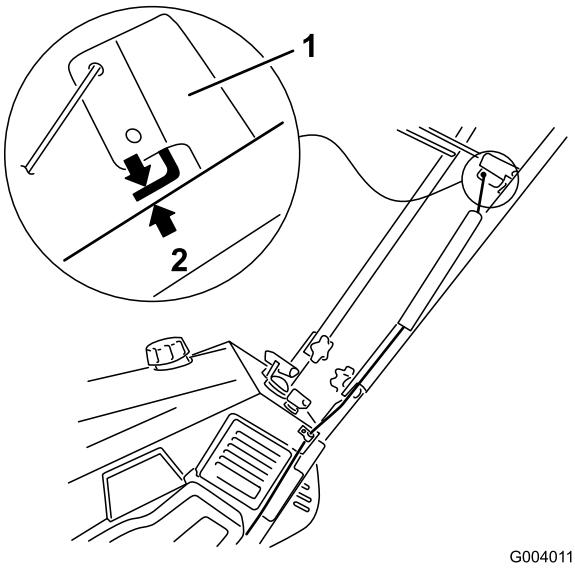

Figur 13
3. Kontrollera att det finns ett mellanrum på 2 till 3 mm mellan styrstången och handtaget (Figur 13). Gå till steg 4 om du behöver justera styrkabeln.